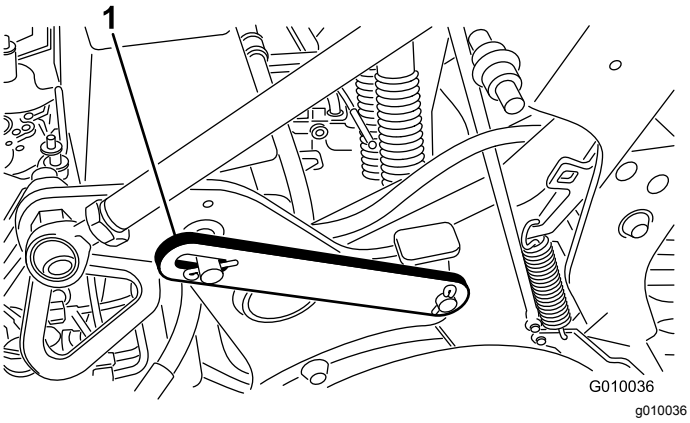

Figur 21
3. Fjern klemmeringen, der fastholder servicelåsen i opbevaringspositionen (Figur 21).